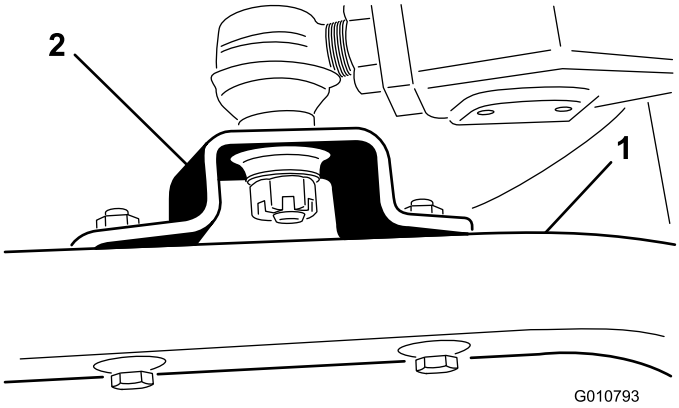

**Figure 19**
4. Enlevez les vis et contre-écrous qui fixent les supports de rotules aux bras pivotants du plateau de coupe (Figure 19).
4. Placez le levier de relevage en position de flottement. Appuyez sur les bras de relevage jusqu'à ce que les trous des supports de rotules soient en face des trous des bras pivotants (Figure 19).